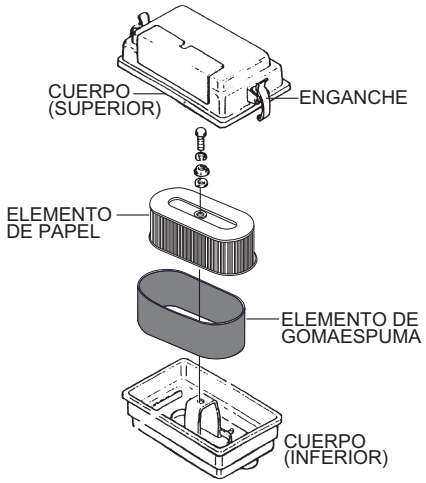

Figura 16. Filtro de aire del motor
2. Suelte los ganchos de retención (Figura 16) en ambos lados del cuerpo ***superior*** del filtro de aire (cubierta).